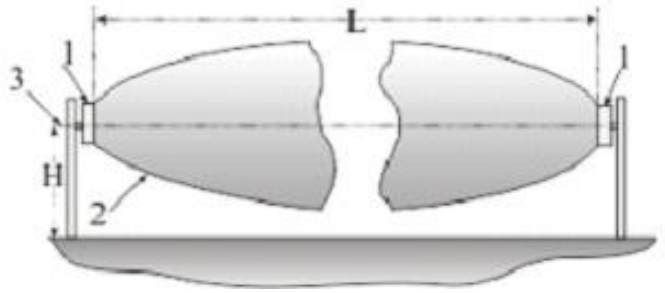
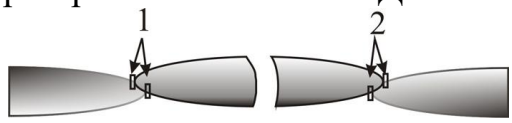

Рис. 4.1
Рис. 4.3
4.1.6 При наклонной ориентации блоков, ЗО «2» (рис. 4.1) имеет форму, усеченного поверхностью земли, эллипсоида вращения. При приближении к БПРД (БПРМ) ЗО «отрывается» от земли и необходимо прикрыть образовавшиеся «проходы» с помощью смежных ЗО, как показано на рис. 4.3, 4.4 (вид сверху) и 4.5 (вид сбоку), либо с помощью физических преград. На рис. 4.3, 4.4, 4.5, 4.6 цифрами обозначены «1» -БПРД, «2» - БПРМ.